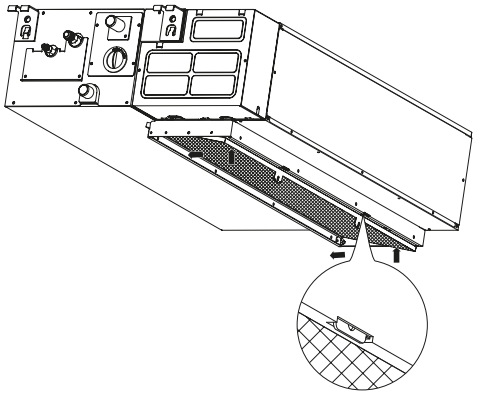

Рисунок 35 - Порядок изменения направления забора воздуха
2. Наклейте уплотнитель на место крепления фланца (см. рис. 35), после чего поменяйте местами фланец и панель.